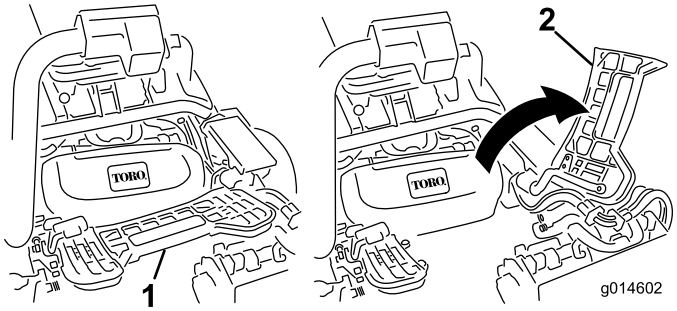

Figur 32
1. Lyft upp fotstödet och fäll upp det så att du kommer åt mittklippenheten (Figur 32).